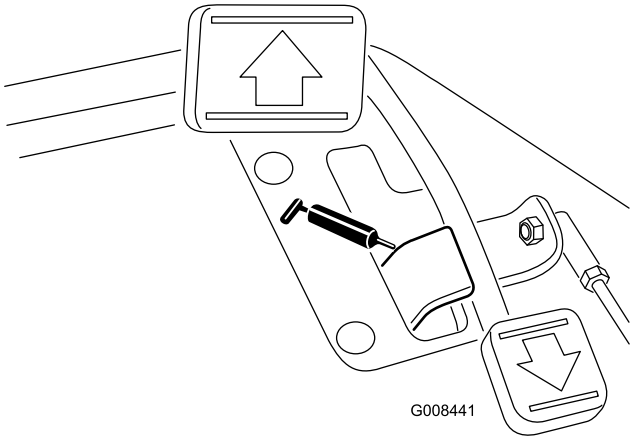

**Figur 35**
- Gaspedalens vridfäste (1) (Figur 35)